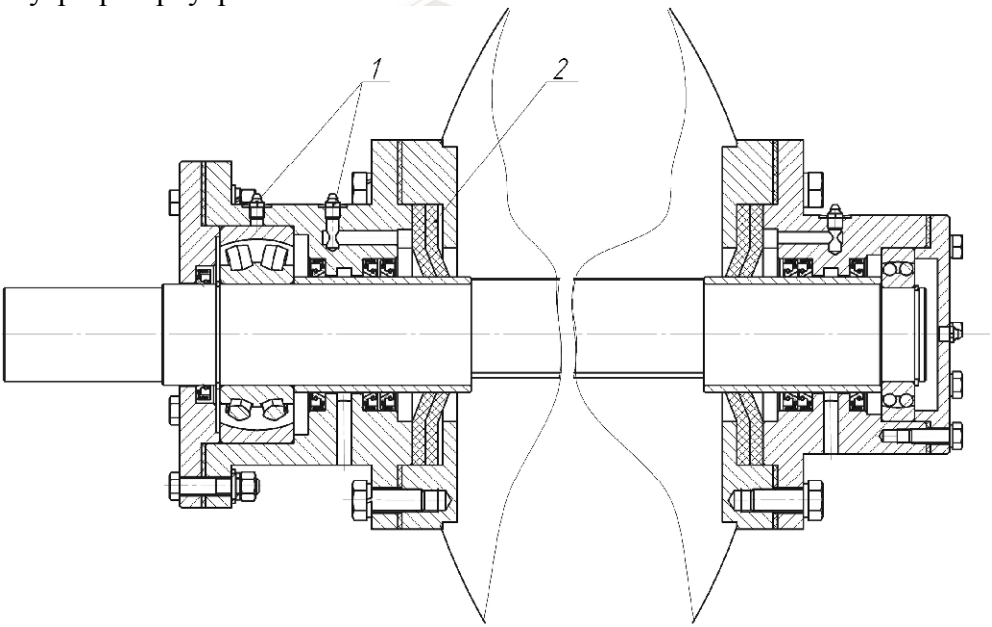

Рис.1 – Карта смазки привода
a) Для нормальной работы уплотнительных узлов смесителя необходимо ежесменно шприцевать смазкой ЦИАТИМ 203 через пресс-масленки 1 (рис.1) до появления смазки из-под уплотнений внутри резервуара.